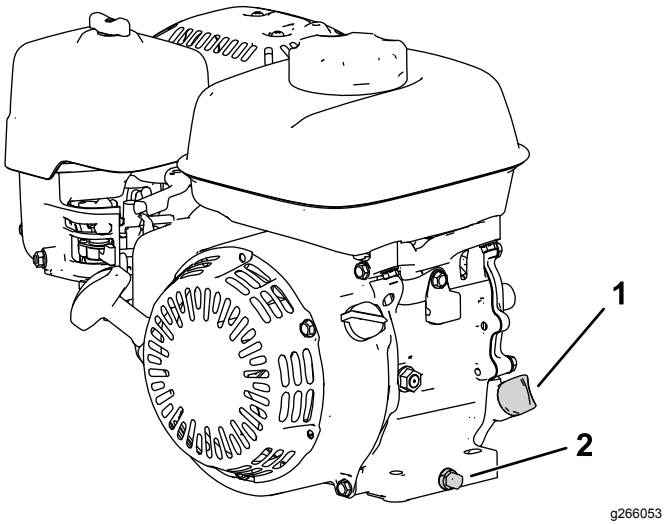

Rysunek 17
2. Ustaw kosiarkę tak, aby silnik był wypoziomowany, i oczyść obszar wokół rury wlewu oleju (Rysunek 17).
3. Zdejmij korek spustowy (Rysunek 17).